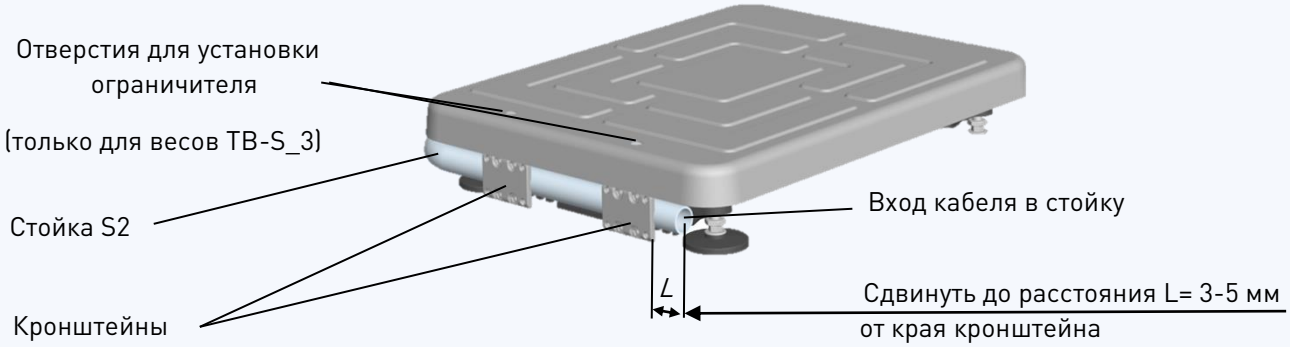

Рис. 6.1. - Крепление круглой вращающейся стойки к модулю ТВ-S
1. Сдвинуть стойку S2 на расстояние L = 3-5 мм от края стойки до края кронштейна, Рис. 6.1.